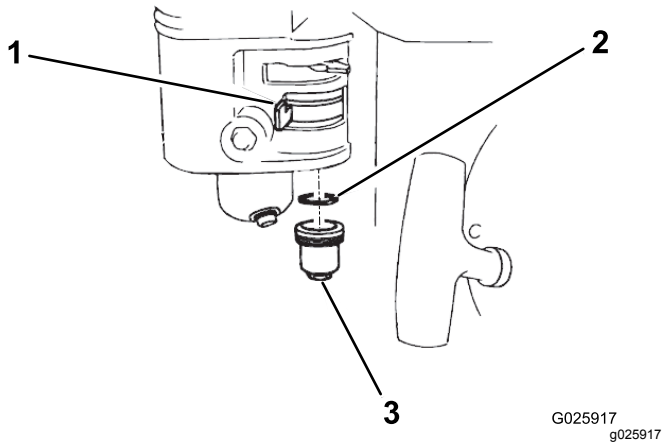

Figure 33
2. Tournez le robinet d'arrivée de carburant en position FERMÉE (Figure 33).
3. Déposez la cuvette de décantation de carburant et le joint torique (Figure 33).
6. Placez le joint torique dans le robinet d'arrivée de carburant et reposez la cuvette de décantation (Figure 33). Serrez solidement la cuvette de décantation.